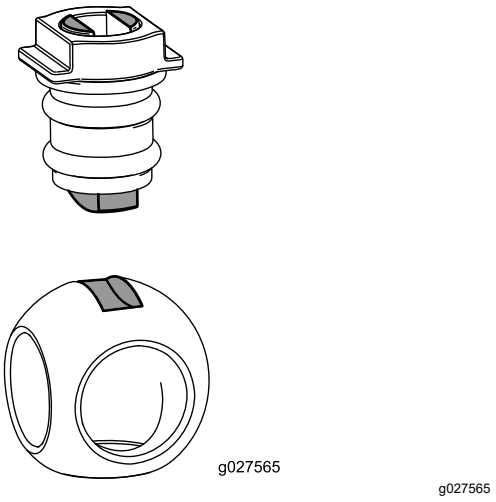

Figur 79
6. Indsæt kuglen i ventilhuset (Figur 79).
Bemærk: Ventilspindelen skal passe i kugledrevsåbningen. Hvis ventilspindelen ikke passer, justeres kuglens placering (Figur 79).